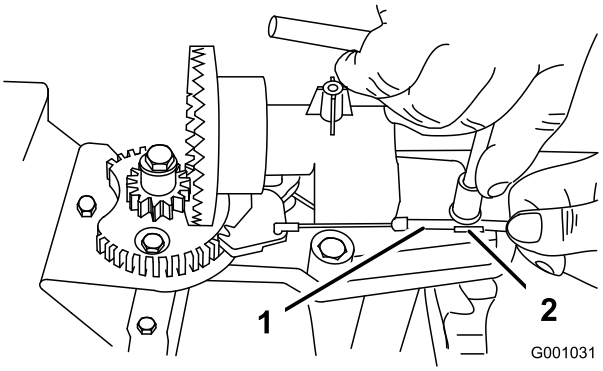
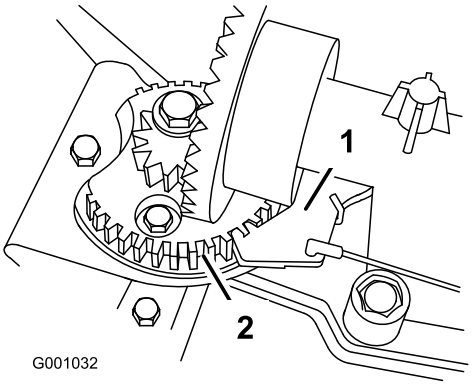

Figuur 50
Figuur 51
2. Draai de bout van de kabelklem los (Figuur 50).
3. Neem de kabelgeleiding en beweeg deze naar de voorkant van de machine tot de grendel van het uitwerpkanaal volledig in het tandwiel grijpt (Figuur 50 en Figuur 51).
Opmerking: De grendel is veerbelast en grijpt vanzelf in het tandwiel (Figuur 51).